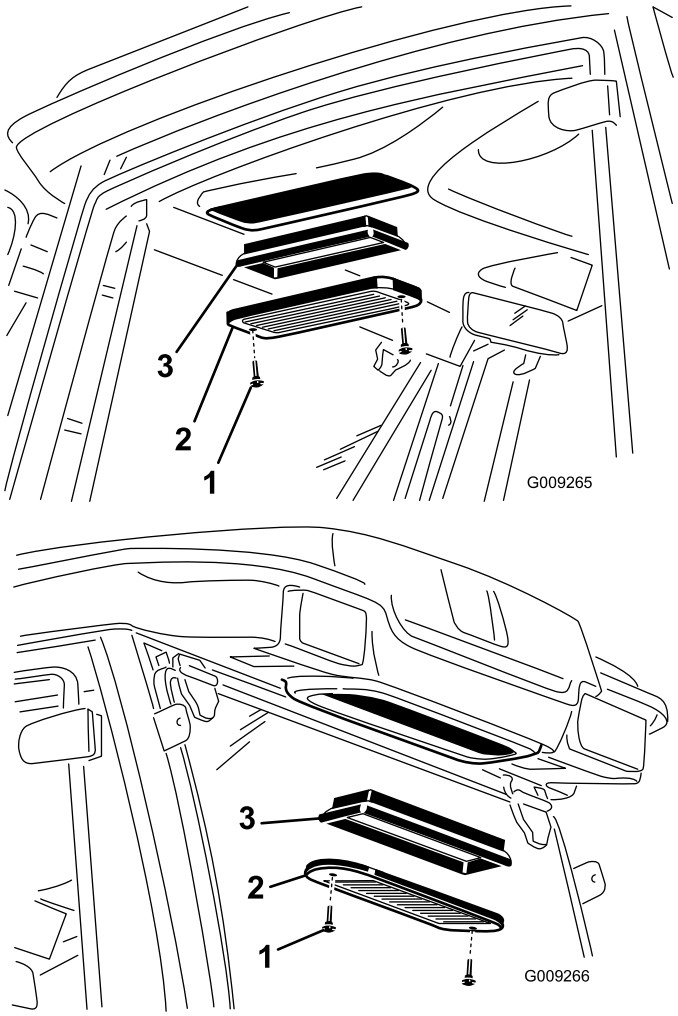

Figur 55
1. Ta bort de vingskruvar och galler som sitter över luftfiltren i hytten och bakom hytten (Figur 55).